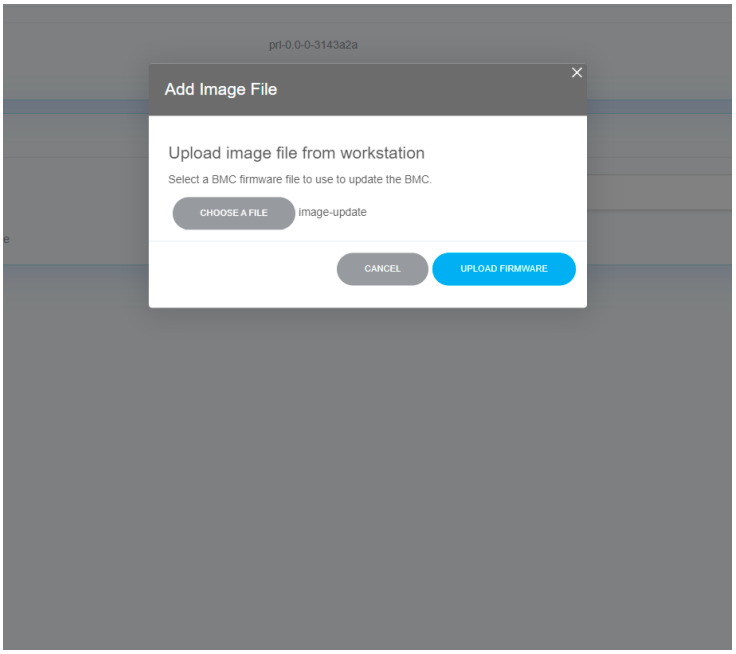

Рис. 77. Окно с активной кнопкой «UPLOAD FIRMWARE»
5) Нажмите на кнопку «UPLOAD FIRMWARE». Окно показано на рис. 77 Окно с активной кнопкой «UPLOAD FIRMWARE».